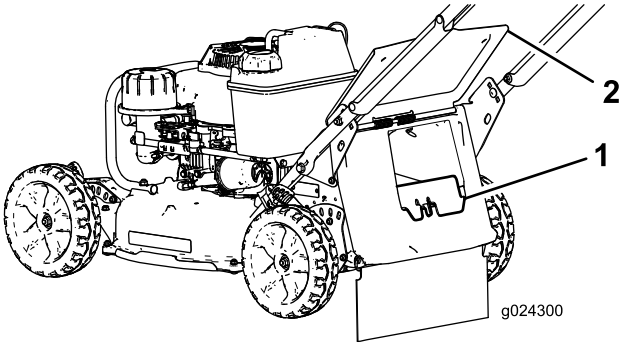

Figur 19
- Om den bakre utkastarpluggen inte har monterats tar du tag i dess handtag, öppnar den bakre luckan och för in pluggen i den bakre utkastaren tills spärren låses på plats (Figur 19).
3. Ta bort den bakre utkastarpluggen genom att trycka in spärren med tummen och dra ut pluggen från maskinen (Figur 19).